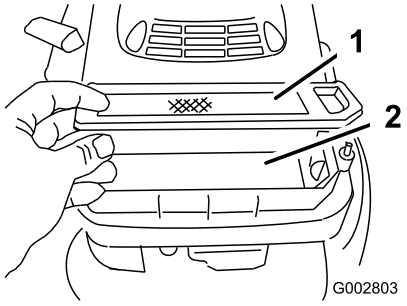

Figura 23
5. Togliete il filtro di carta dell'aria e gettatelo (Figura 23).